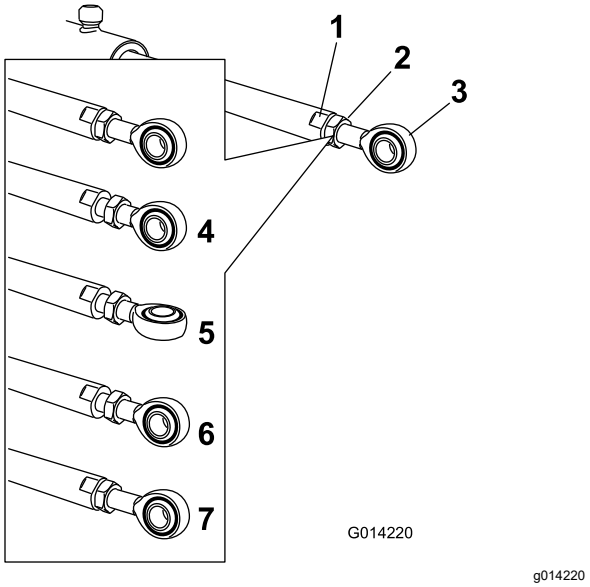

Figure 112
5. Hold the actuator rod at the flats of the rod using a wrench, then loosen the jam nut (Figure 112).
6. Turn the rod end in the actuator rod to shorten or lengthen the extended actuator to the desired position (Figure 112).